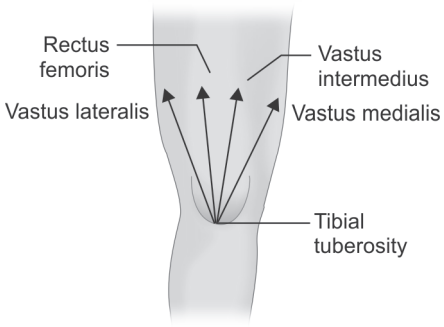

Fig. 1.10: Concurrent force system in right leg
- Another example of concurrent force system is the action of the quadriceps at the knee joint. Quadriceps is made up of rectus femoris, vastus medialis, vastus intermedius, and vastus lateralis meeting at the common point on the patella **(Fig. 1.10)**.